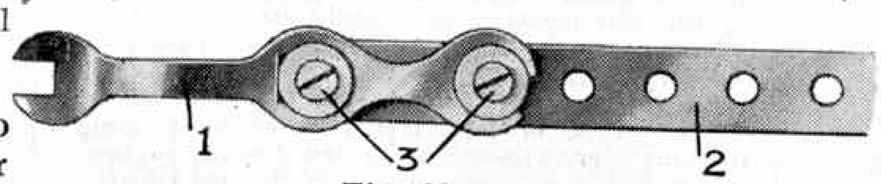

Fig. 43
(43)—Improvement for Meccano Spanner—J. Thomas (London, E.12) sends in a simple idea for a Meccano Spanner attachment which should prove useful when constructing intricate models, or for tightening nuts placed in difficult positions. The spanner 1 (see Fig. 43) is secured by means of the bolts and Washers 3 to a Meccano Strip 2 of any desired length, and the long "handle" so obtained may be inserted in the machinery of a model, etc.